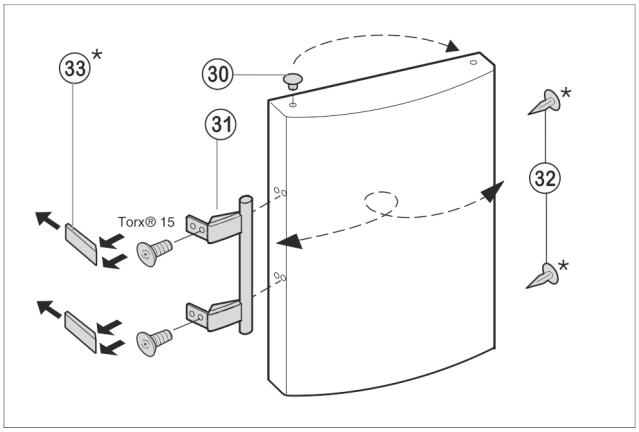

Fig. 8
▶ Scoateți dopul *Fig. 8 (30)* din bucșa suport a ușii și mutați-l.
▶ Demontați mânerul ușii *Fig. 8 (31)*, dopul *Fig. 8 (32)* și plăcile de presare *Fig. 8 (33)* și așezați-le pe partea opusă.